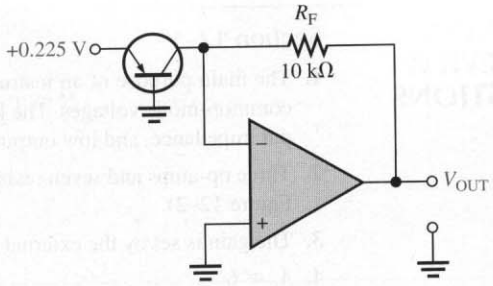

FIGURE 12–45
29. Signal compression is one application of logarithmic amplifiers. Suppose an audio signal with a maximum voltage of 1 V and a minimum voltage of 100 mV is applied to the log amplifier in Figure 12–44. What will be the maximum and minimum output voltages? What conclusion can you draw from this result?